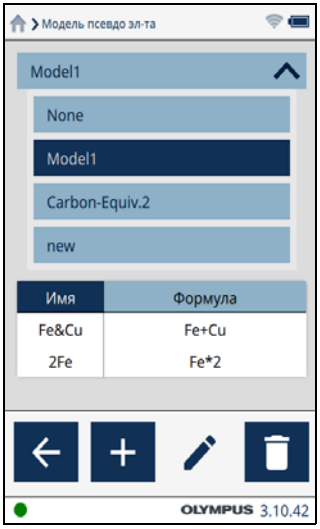

Рис. 2-51 Экран Модель псевдоэлемента
1. На экране **Модель псевдо эл-та** выберите модель, нажав на нее (см. Рис. 2-51 на стр. 60).